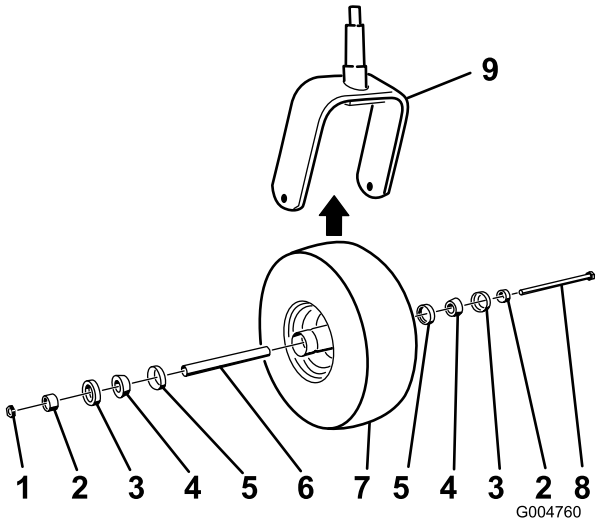

Figuur 52
2. Verwijder de borgmoer van de bout waarmee het zwenkwiel is bevestigd aan de zwenkwielvork (Figuur 52).
5. Monteer het zwenkwiel door de ingevette kegellagers en de afdichtingen in de wielnaaf te drukken, in de positie die wordt getoond in Figuur 52.